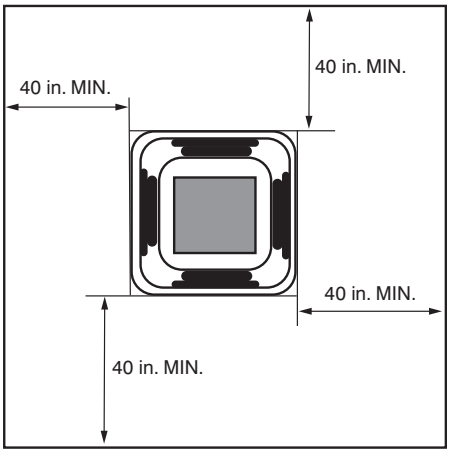

Fig. 4 —Distance from Wall or Obstruction
- The unit should be at least 3-1/4 feet from a wall or similar obstruction. See Fig. 4 below.